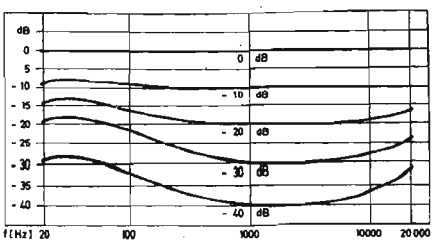

Fig. 5. — *Courbe montrant l'efficacité du contrôle physiologique (en fonction de la puissance, 0 dB correspond à la puissance maximale).*
– Efficacité de la correction physiologique : voir courbe en figure 5.